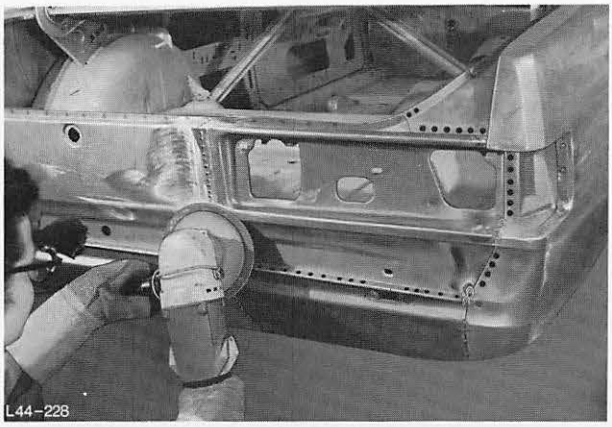

Abb. 243 Schweiß- und Lötstellen putzen
15. Verbindungsnaht – Rückwandblech und Schürze sowie Lötstelle schleifen und putzen, Abb. 243.